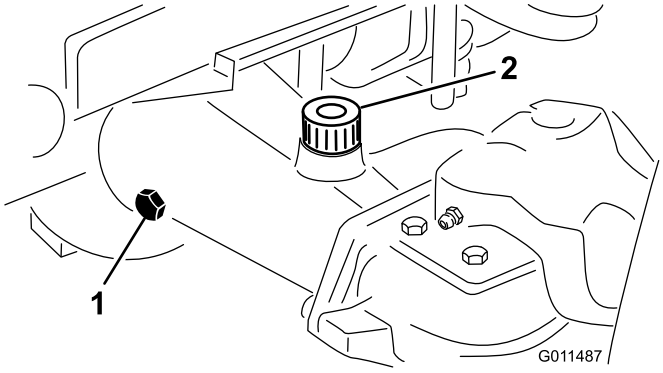

Figur 64
2. Ta bort en kontrollplugg från axelns ena sida och se till att oljan når upp till botten av hålet (Figur 64).